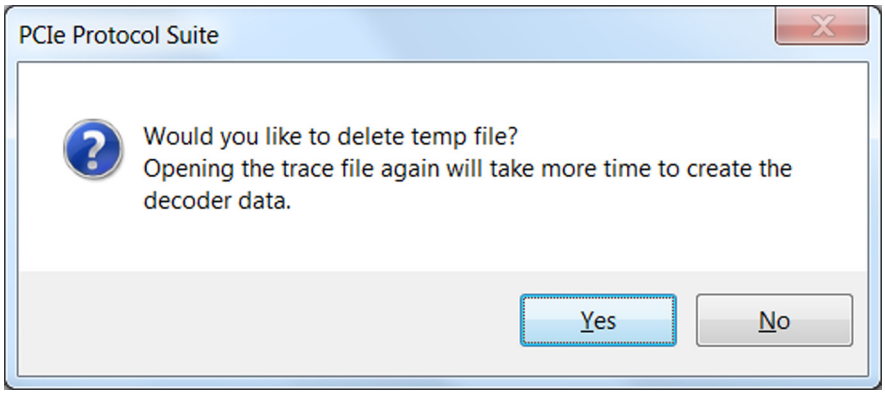

Figure 4.7: Clean Up Decoder Temp Files Warning Dialog
5. Select Cleanup and a Warning Dialog will pop up. See Figure 4.7.